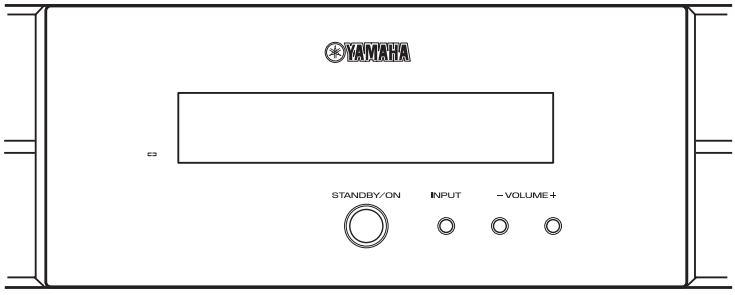

Fig. 9
9. Check to make sure that the unit is in the stand-by state. (Fig. 9)
9. スタンバイ状態であることを確認します。(Fig. 9)